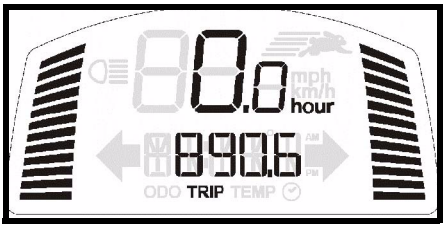

Figura 4. Modalità contachilometri parziale
Il contachilometri parziale visualizza la distanza di viaggio percorsa. Il contachilometri parziale può essere reimpostato a (0) in qualunque momento. **Vedere figura 4**.